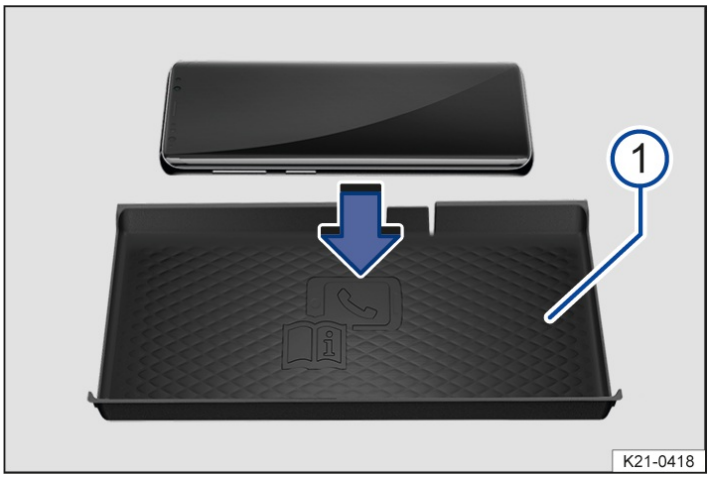

Fig. 1 Illustration: stowage area with mat for the wireless charging function in the centre console.
The stowage area with lining mat → *Fig. 1* (1) for the wireless charging function is located either in the centre console or in a stowage compartment in the area between the front seats depending on the vehicle.
In some vehicles, the lining mat → *Fig. 1* (1) has a telephone symbol that marks the centre position of the wireless charging function. The symbol on the lining mat may look different in some vehicles.